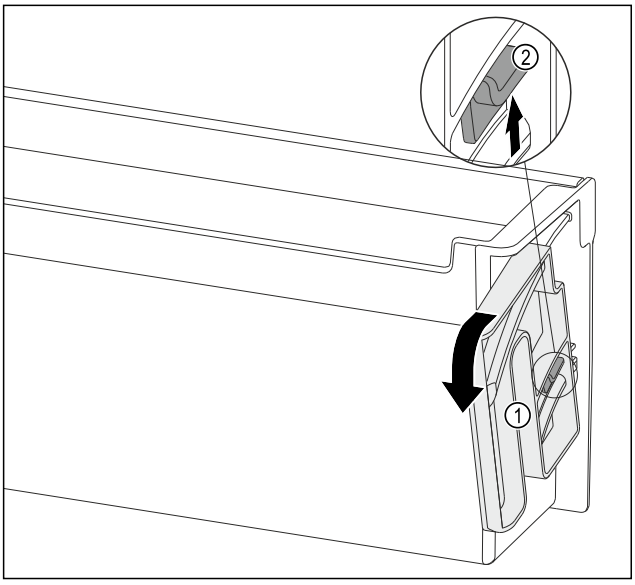

*Fig. 142*
- ▶ Gire la unidad giratoria *Fig. 142 (1)* en el sentido de las agujas del reloj hasta el tope.
- ▶ Presione la placa de cubierta *Fig. 142 (2)* hacia arriba y retire la unidad giratoria *Fig. 142 (1)*.